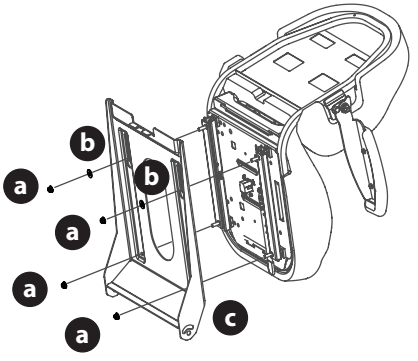

Fig. 6
b. Para un asiento con ajuste de palanca, use las tuercas de seguridad con brida (a) y las arandelas planas (b) (Fig. 6).